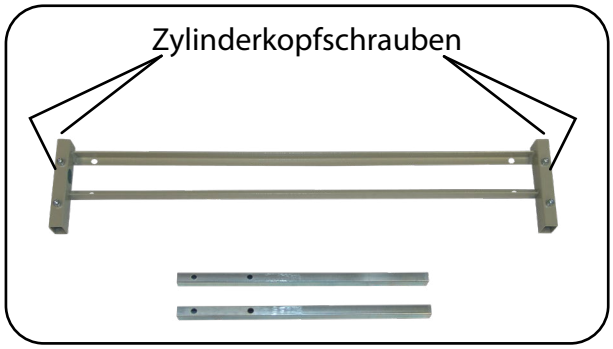

Abb. 6.6.01 – Bettverlängerung für Metallgitter
- 1 x Bettverlängerung fußseitig Metallgitter oder Federleiste (Abb. 6.6.01)
- 2 x Steckinnenrohr lang (Abb. 6.6.01)
- 4 x Zylinderkopfschrauben M8 x 45 in Bettverlängerung montiert (Abb. 6.6.01)
1. Entfernen Sie die vier Zylinderkopfschrauben aus der Bettverlängerung (Abb. 6.6.01).